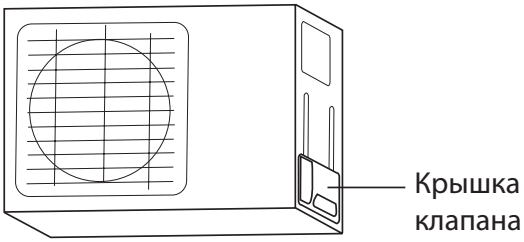

Рис. 5.9
1. Отвинтите крышку сальникового вентиля на боковой стенке наружного блока. (См. ***рис. 5.9***)